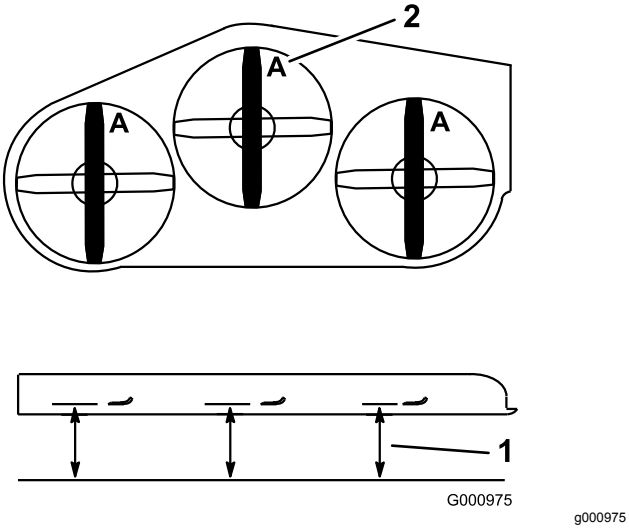

Figur 100
3. Drej knivene, indtil enderne vender fremad og bagud (Figur 100).
4. Mål fra en plan overflade til skæreknivenes skærekant, position **A** (Figur 100).